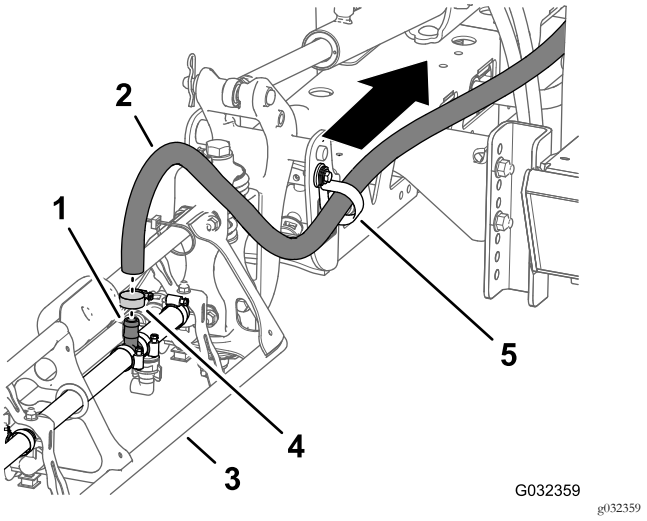

Figura 42
1. En la sección de brazo exterior, retire la abrazadera que sujeta la manguera de alimentación de la sección de brazo al acoplamiento en T dentado (Figura 42).
2. Retire la manguera del acoplamiento en T (Figura 42).
3. Retire el extremo libre de la manguera de la abrazadera en R (Figura 42).